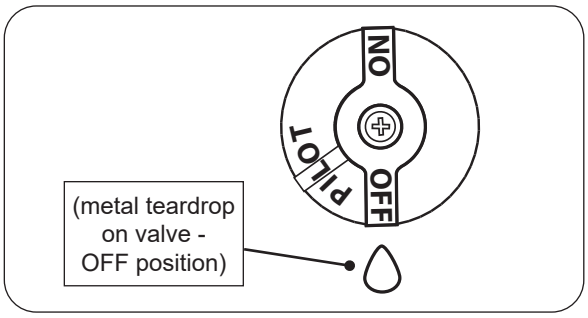

Fig. 23-2 Pilot shut down
2. Locate the valve on the side of the unit. Push in the gas control knob slightly and turn clockwise ↷ to **OFF** (see Fig. 23-2).
Push in the control knob slightly and turn clockwise ↷ to **OFF**. Do not force. See Fig. 23-2.